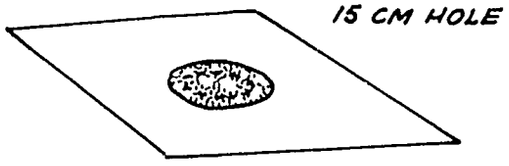

FIGURE 4
3. Make the top of plywood, sheet metal or wooden boards so that the top fits inside the frame and rests on the support rails (see Figure 4). The hole in the center of the top is for ventilation. A swinging metal cover regulates the size of the opening.